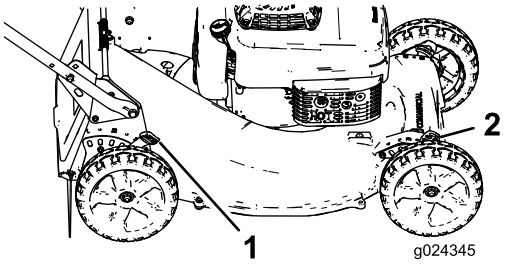

Figur 14
1. Dra klipphöjdsspaken mot hjulet (Figur 14) och flytta spaken till önskat läge.